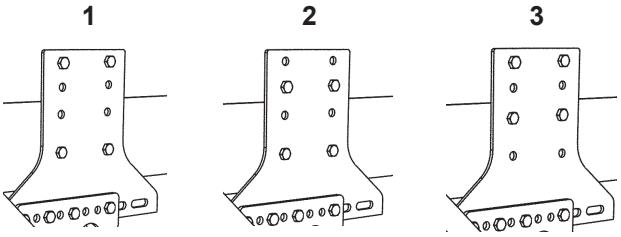

*Figura 25. Fije el soporte del bastidor en el bastidor del vehículo. Se recomiendan las posiciones 1 y 2, la posición 3 debe evitarse si es posible.*
12. Fije el soporte del bastidor en el bastidor del vehículo. Utilice los tornillos M14x45 suministrados. Fije por lo menos con 4 tornillos en cada soporte del bastidor. Véase Figura 25 para la ubicación de los tornillos. Par de apriete 120 Nm.